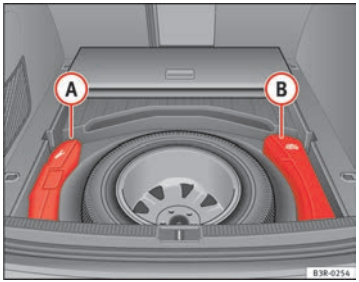

Fig. 192 Toolbox and jack
The tools (A) and jack (B) ⇒ fig. 192 for vehicles with a spare wheel and for vehicles with the tyre repair kit are stored under the floor panel in the luggage compartment.